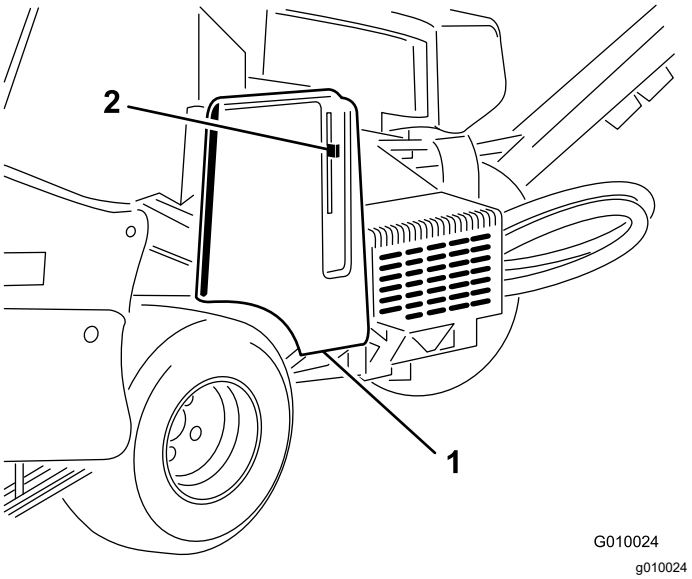

Figur 61
2. Løsn, og fjern remskærmen (Figur 61).